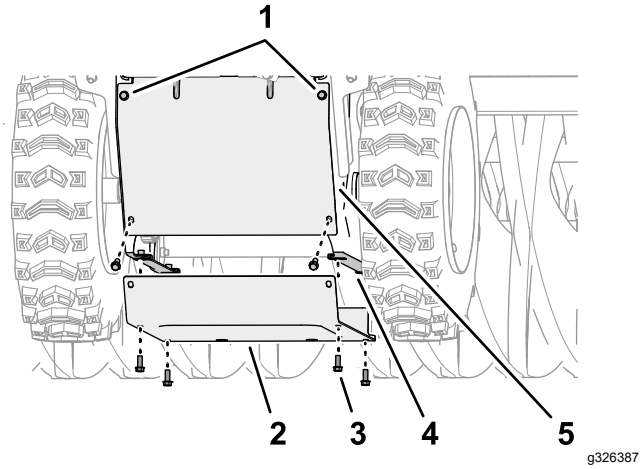

Figur 47
5. På baksiden av maskinen må du løsne de to øverste flenshodeskruene (¼ x ⅝ tomme) som fester det bakre dekslet til maskinen (Figur 47).
6. Fjern de seks flenshodeskruene (¼ x ⅝ tomme) som fester det nedre dekselet til maskinen, og fjern dekselet (Figur 47).